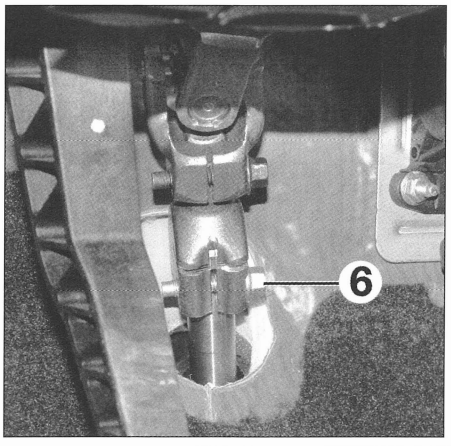

FIG. 7
- el tornillo (6) **(fig. 7)** de acoplamiento de la columna de dirección en la caja.
• Desmontar el tornillo (6) de acoplamiento de la columna de dirección en la caja **(fig. 7)**.